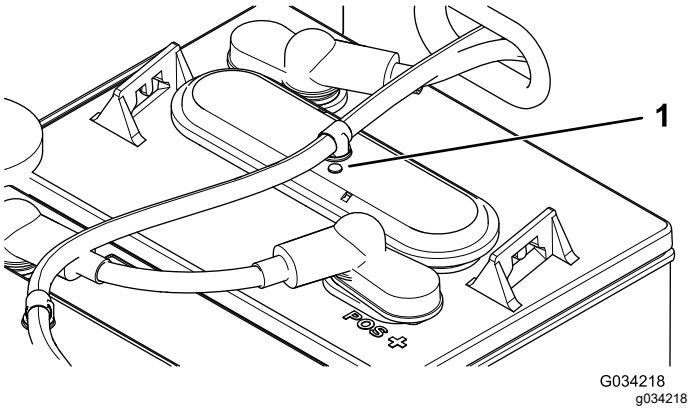

Figur 36
3. Kontroller maljene på hvert batteri for å se om de er enten svarte eller hvite (Figur 36).